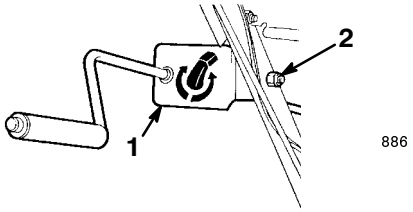

Figur 13
1. Montera utkastarfästet och stången på vänstersidan av handtaget med bulten och låsmuttern. Låt låsmuttern vara lös (figur 13).
5. Dra åt låsmuttern som håller utkastarfästet (figur 13).